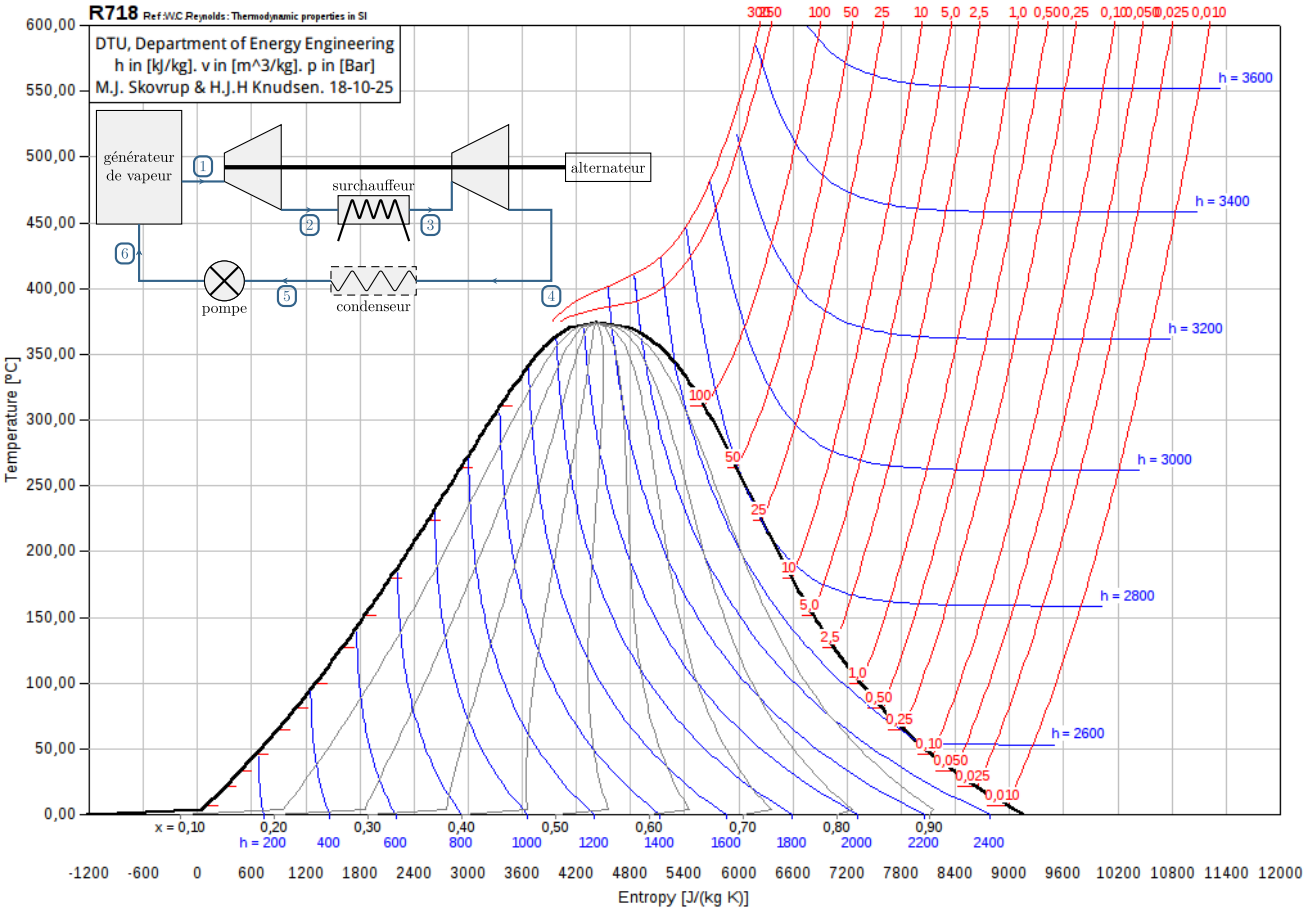

Fig. 6.8 – Diagramme (T, s) de l'eau.
1) Tracer le cycle orienté dans le diagramme entropique de la Fig. 6.8. Que vaut la température de l'eau en 2 ? Que vaut la pression p_4 ? Quel est l'état physique du fluide au point 4 ? La fraction d'eau condensée dans les derniers étages de la turbine conduisent à sa corrosion. On souhaite donc éviter au maximum la condensation partielle au point 4. Calculer le titre massique en vapeur x_4.